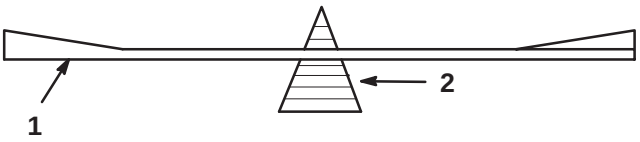

Figure 31
2. Vérifiez l'équilibre de la lame en la plaçant sur un équilibreur (Fig. 31). Si la lame reste horizontale, elle est équilibrée et peut être utilisée. Si la lame est déséquilibrée, limez un peu le dos de la lame. Répétez la procédure jusqu'à ce que la lame soit équilibrée.